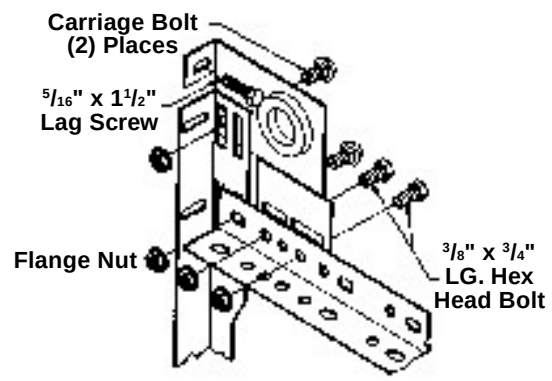

Fig. TOR-3
Fasten the bottom of the end bearing plate to the horizontal angle with (2) $^3/_8$" x $^3/_4$" long hex head bolts and hex nuts. The bottom of the end bearing plate is identified by two parallel rows of two slots. Please make sure to use the bottom two slots for 12" radius horizontal track, and the upper two slots for 15" radius horizontal track. When properly mounted the torsion tube is level and straight. (FIG. TOR-3)
**Before installing any lag screws, it is important to drill $^3/_{16}$" pilot holes where the lag screws are to be attached.** Fasten the wall flange on the end bearing plate to the wood jamb with (1) $^5/_{16}$" x 1$^5/_8$" long lag screw. Drill $^3/_{16}$" pilot holes where lag screws are to be installed. On 12" radius horizontal track, each end bearing plate should also be attached with $^3/_8$" x $^3/_4$" carriage bolts and $^3/_8$" nuts. (FIG. TOR-3)